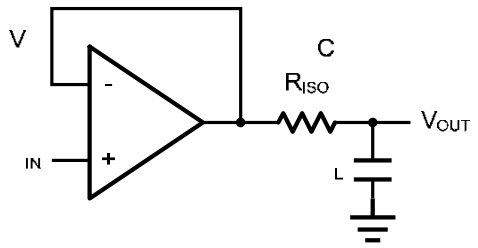
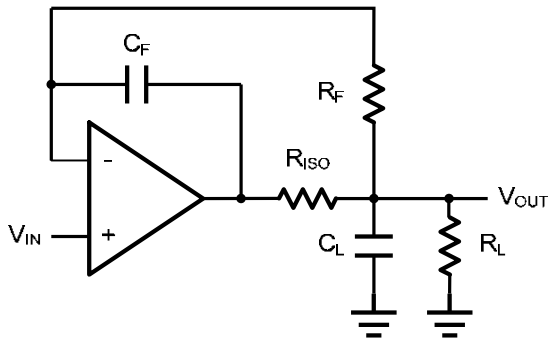

Figure 2 Indirectly Driving a Capacitive Load Using Isolation Resistor
Figure 3. Indirectly Driving a Capacitive Load with DC Accuracy
The HAD854X family is optimized for bandwidth and speed, not for driving capacitive loads. Output capacitance will create a pole in the amplifier's feedback path, leading to excessive peaking and potential oscillation. If dealing with load capacitance is a requirement of the application, the two strategies to consider are (1) using a small resistor in series with the amplifier's output and the load capacitance and (2) reducing the bandwidth of the amplifier's feedback loop by increasing the overall noise gain.Figure 2 shows a unity gain follower using the series resistor strategy. The resistor is olates the output from the capacitance and, more importantly, creates a zero in the feedback path that compensates for the pole created by the output capacitance.
The circuit in Figure 3 is an improvement to the one in Figure 2. R_F provides the DC accuracy by feed-forward the V_{IN} to R_L. C_F and R_{ISO} serve to counteract the loss of phase margin by feeding the high frequency component of the output signal back to the amplifier's inverting input, thereby preserving the phase margin in the overall feedback loop. Capacitive drive can be increased by increasing the value of C_F. This in turn will slow down the pulse response.